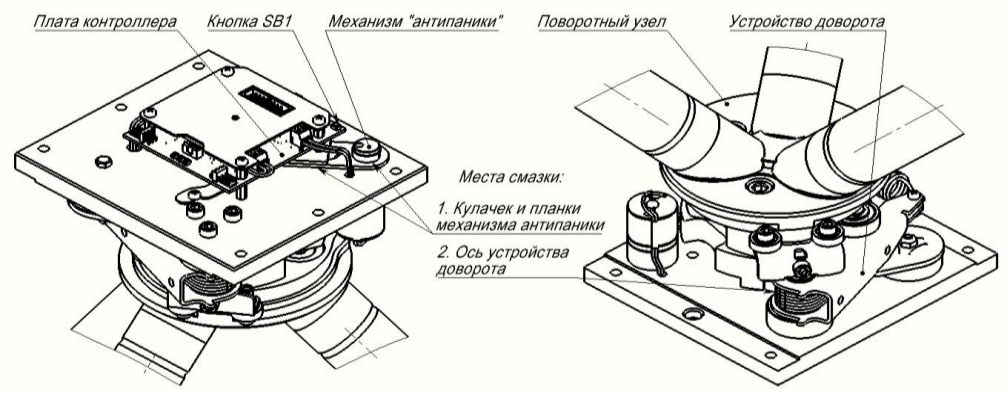

**Рис.8** Расположение узлов и деталей трения. Места смазки
В случае, если фиксации планок не происходит (механизм «антипаники» разрегулировался), необходимо повторно с пульта управления включить режим «Антипаника» и после этого установить планки в рабочее положение. При отсутствии пульта, на плате контроллера турникета предусмотрена кнопка SB1 (см. рис.8, 9). Короткими нажатиями кнопки SB1 необходимо отрегулировать механизм «антипаники» - привести кулачок в положение согласно рисунка справа.
- выполните смазку следующих узлов трения (см. рис.8), смазка – «Литол» или аналогичная: